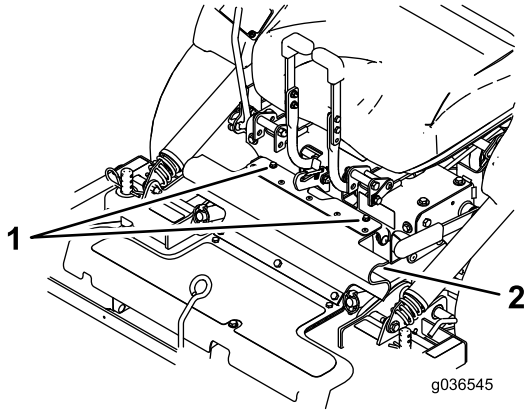

Bild 23
3. Lösen Sie die Schrauben, mit den die Schutzvorrichtung befestigt ist (Bild 23).